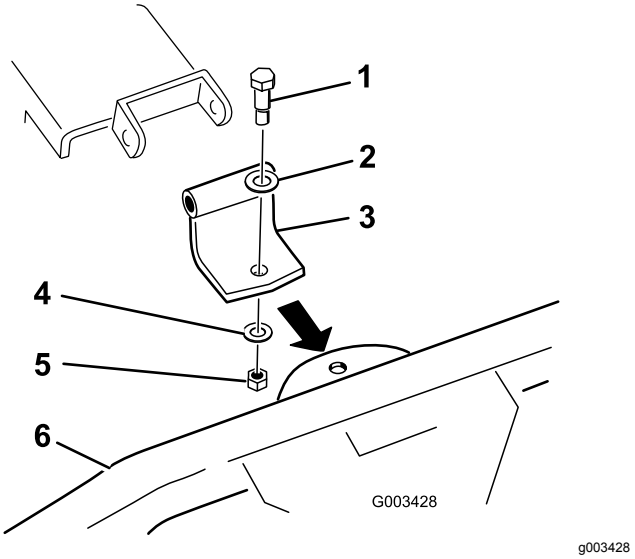

Bild 3
1. Montieren Sie die gewellte Schwenkhalterung am Federrechen, wie in Bild 3 dargestellt.